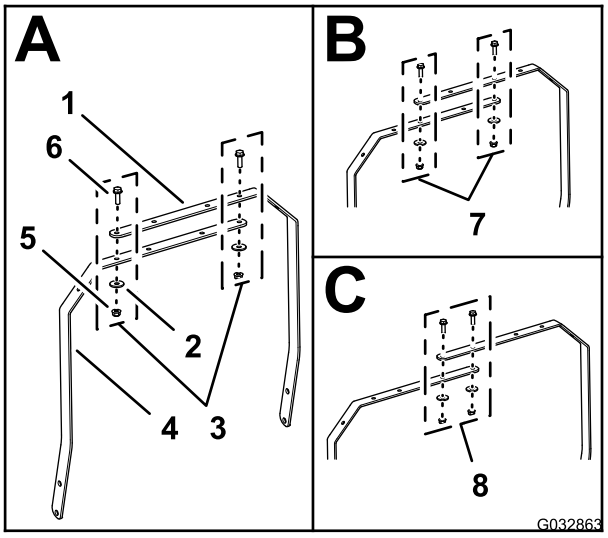

Figura 9
- **Para Máquinas da Série 800**—alinhe os dois orifícios da cinta da barra de luzes do lado esquerdo e direito como se mostra em A da Figura 9.
- **Para Máquinas da Série 1000**—alinhe os dois orifícios da cinta da barra de luzes do lado esquerdo e direito como se mostra em B da Figura 9.
- **Para Máquinas da Série 1600**—alinhe os dois orifícios da cinta da barra de luzes do lado esquerdo e direito como se mostra em C da Figura 9.